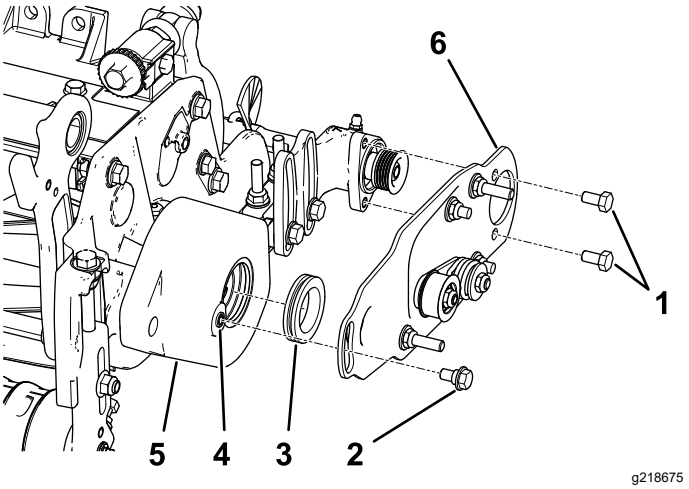

Figura 12
2. Aplique una película de grasa al interior del anillo de goma del alojamiento del cepillo del rodillo (Figura 12).
3. Instale la placa de pivote del cepillo del rodillo izquierdo o derecho (Figura 12).
Nota: Asegúrese de que la polea tensora está instalada en la parte inferior, según se muestra en Figura 12.
4. Aplique fijador de roscas en los 2 pernos (5/16" x ½") y utilícelos para montar la placa del cepillo en el alojamiento del cojinete del cepillo de rodillo (Figura 12).
5. Elimine cualquier resto de pintura de las roscas del alojamiento del cepillo del rodillo usando un macho de roscar de 5/16"–18 antes de enroscar el perno de cuello largo (Figura 12).
6. Aplique fijador de roscas al perno de cuello largo (Figura 12).
7. Sujete la placa del cepillo al alojamiento del cepillo de rodillo con el perno de cuello largo (Figura 12).